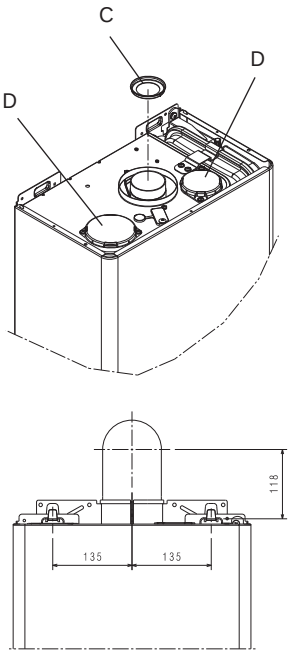

fig. 3.10
La caldaia viene fornita predisposta per essere collegata a condotti di scarico/aspirazione coassiali e con l'apertura per l'aspirazione aria (D) chiusa (fig. 3.10). Gli scarichi coassiali possono essere orientati nella direzione più adatta alle esigenze del locale, rispettando le lunghezze massime riportate in tabella. Per l'installazione seguire le istruzioni fornite con il kit.